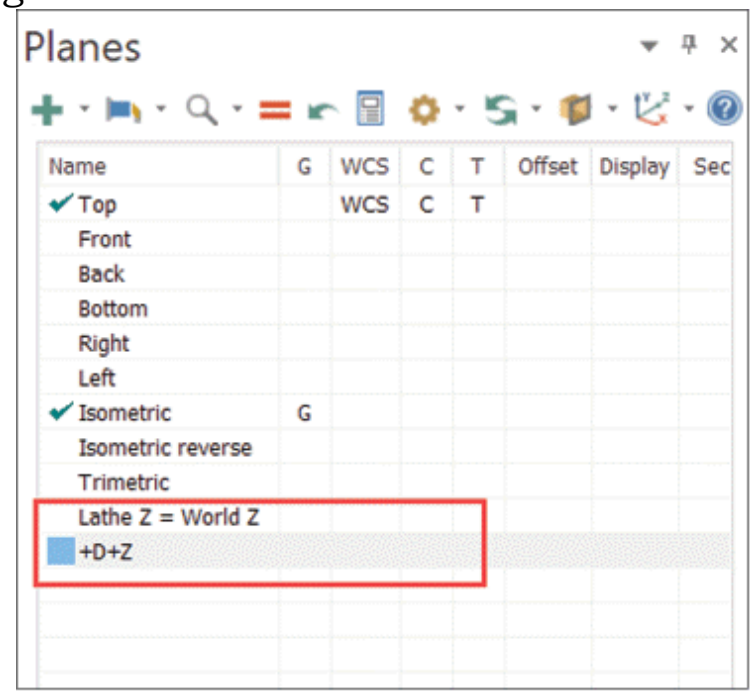

Figure-3. Planes added for lathe machining
- After creating model and setting up a lathe machine, various planes are added in the **Planes Manager**; refer to Figure-3.